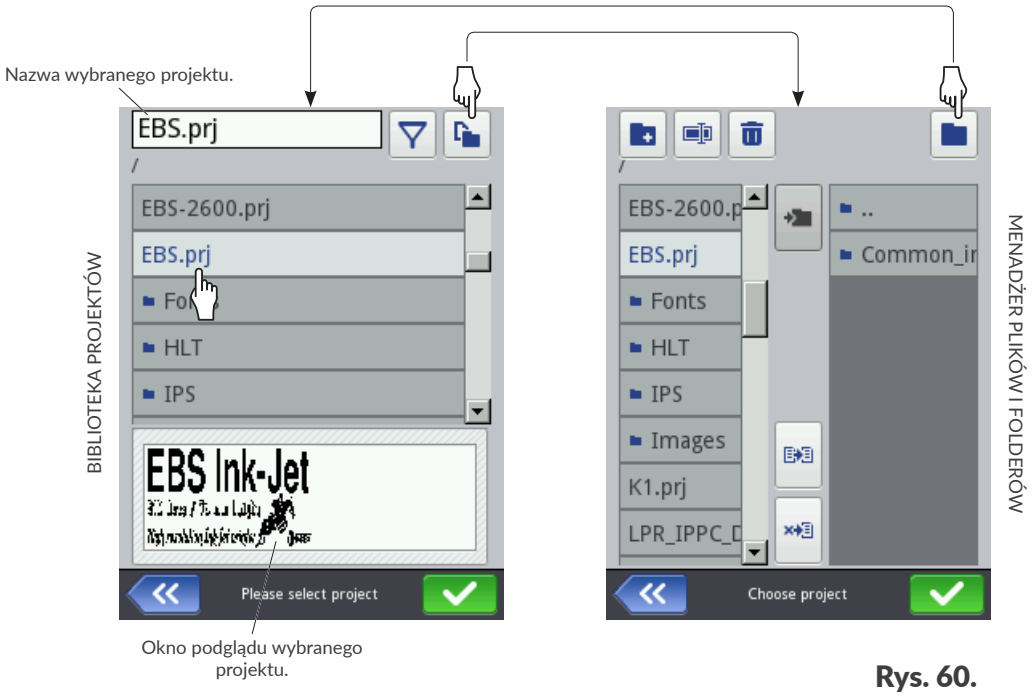

Rys. 60.
*Listę projektów wyświetlonych w bibliotece projektów można ograniczyć za pomocą filtra (patrz **Rys. 60**). Jeżeli w filtrze wprowadzony został tekst, to w bibliotece wyświetlone są tylko projekty o nazwach pasujących do filtra a ikona filtra wyświetlona jest w odwróconych kolorach .*